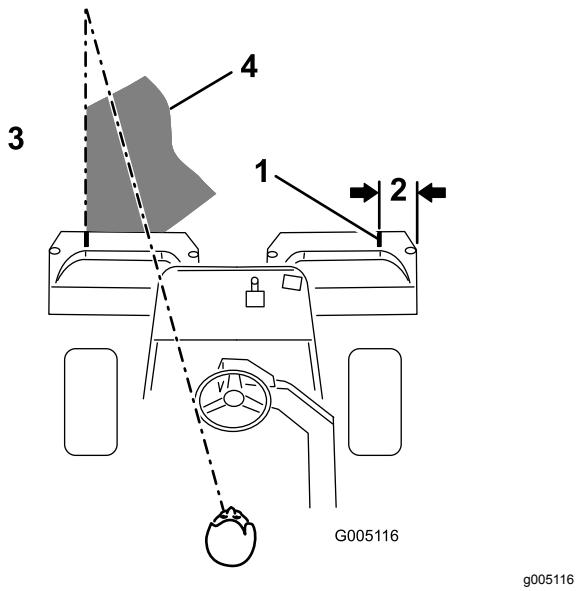

Figur 30
3. Overlapp den forrige retursnarveien minimalt. For at du skal klippe i en rett linje over greenen og holde maskinen på lik avstand fra kanten på den forrige lengden du klippet, må du lage deg en siktelinje på ca. 1,8–3 m fremfor maskinen til kanten på den delen av greenen du ikke har klippet enda (Figur 29 og Figur 30). Noen synes at det hjelper å inkludere den ytre kanten på styrehjulet som en del av siktelinjen, dvs. holde kanten på styrehjulet i en rett linje i forhold til et punkt som alltid har samme avstand til fronten på maskinen (Figur 29 og Figur 30).